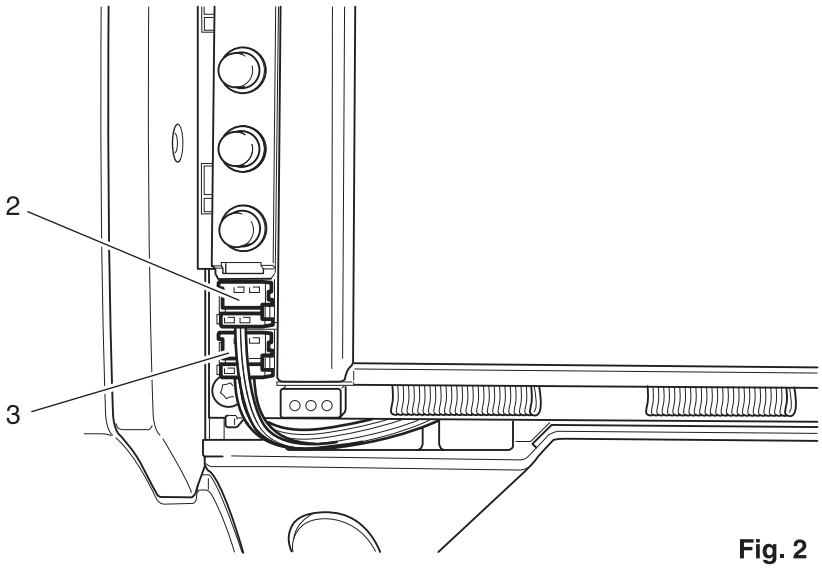

Fig. 2
- Remove connection plug 2 and 3 from the circuit board (fig. 2).